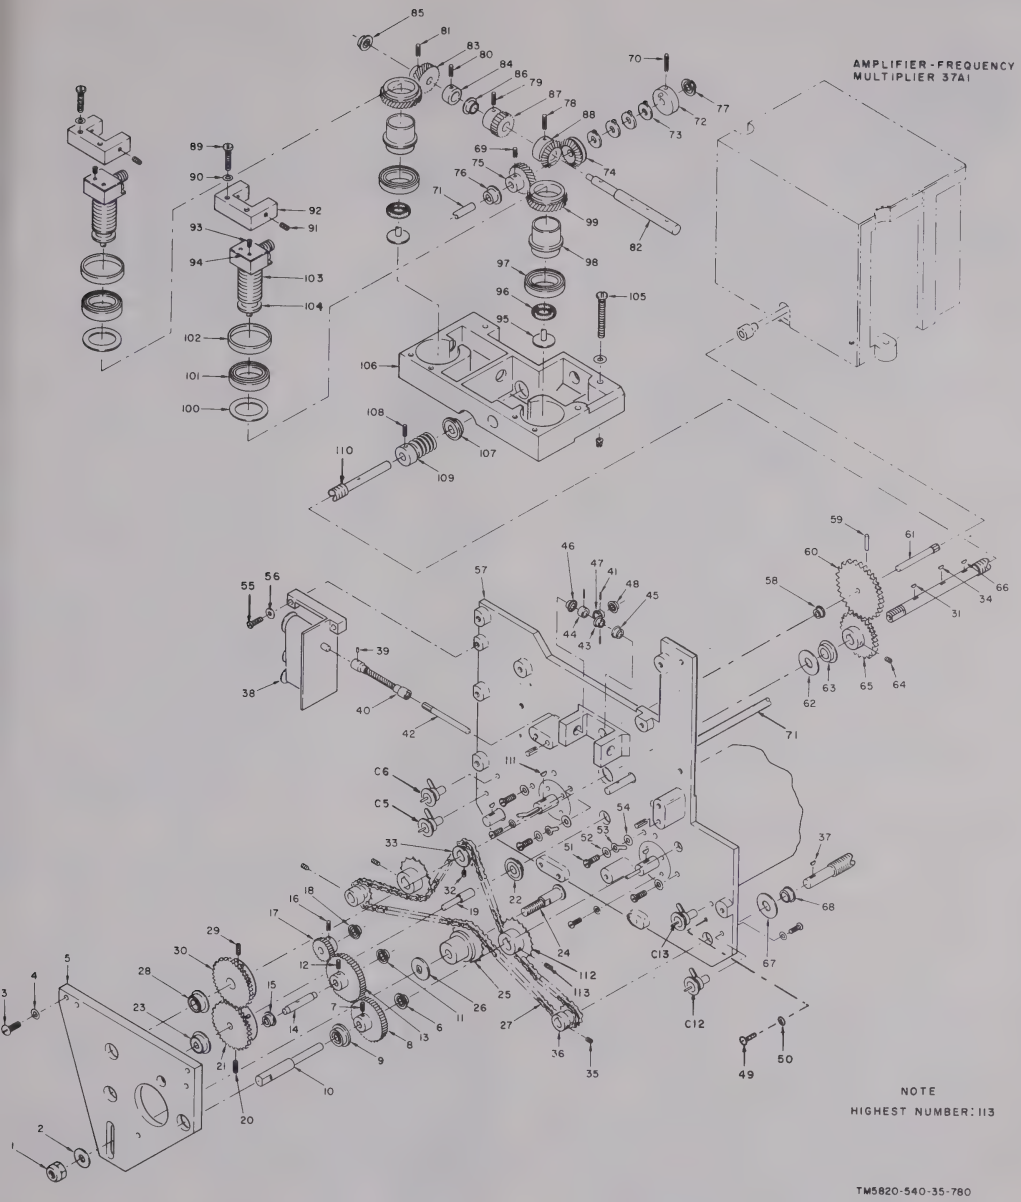

Figure 5-19. Radio frequency amplifier, 37AR1AR1, tuning mechanism exploded view.
(3) *Assembly of capacitor probe assembly* (fig. 5-19).
(4) *Assembly of rear and center plates* (fig. 5-19).
(5) *Assembly of XMTR TUNE drive mechanism* (fig. 5-19).